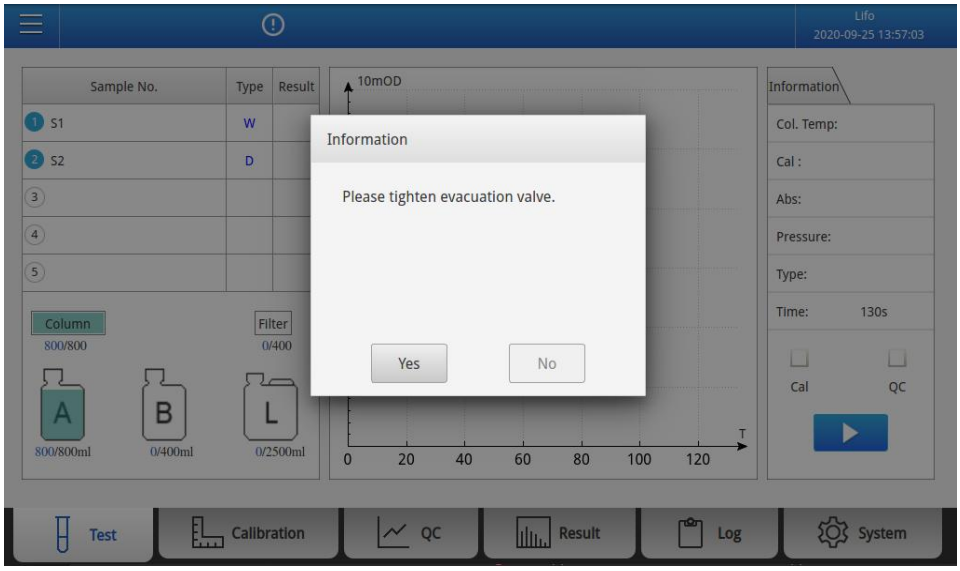

Fig. 5-16 After click "Yes"button
4)Empty the waste bottle, then click "**Yes**" button. (A waste bottle can only hold a single load of reagents). The **Fig.5-16** is displayed.